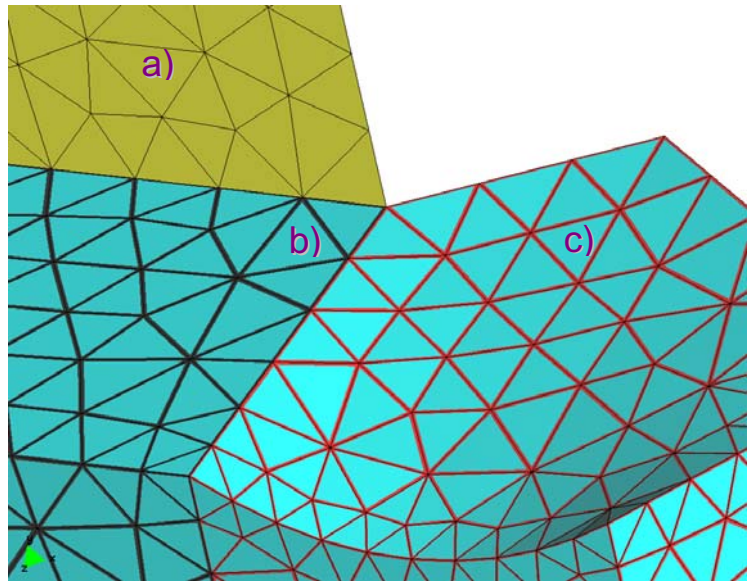

Figure 3. Different render styles: a) surface mesh, b) volume mesh, c) surface mesh and volume mesh together (surface layer is red and volume layer is blue).
5. Select **Render→Flat** to see the mesh in render mode. As is shown in Figure 3, volume meshes are represented a little bit differently from surface meshes, although in both cases triangles are shown. If the triangles you see are the boundary of a volume mesh, they are shown with black edges that are thicker than surface meshes triangles. If the triangles form a boundary volume mesh and, at the same time, a triangle surface mesh (this can be obtained if surfaces are selected with the option **Mesh→Mesh criteria→Mesh→Surfaces**), the wider edges are colored with
the color of the surface layer. Examples of these different kinds of render are shown in Figure 3.